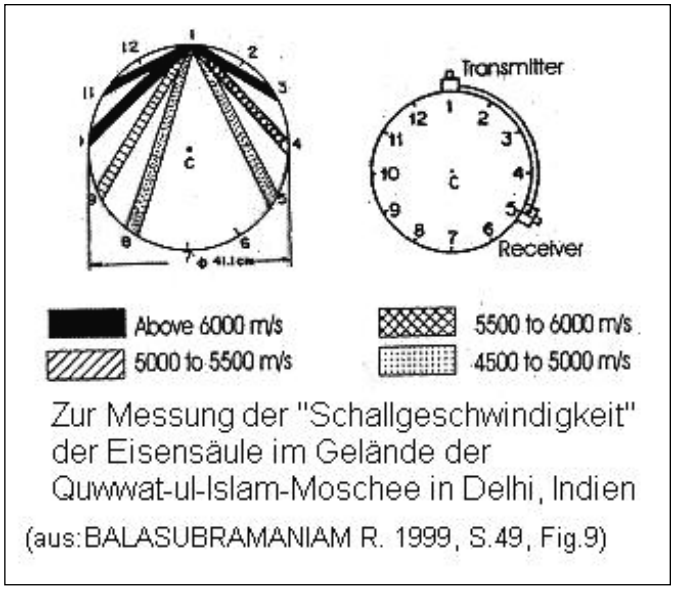

Fig. 3: Messanordnung und Messergebnis für den Querschnitt A (1 m über Bodenniveau)
Es wurde mit einem Sendekopf und einem Empfängerkopf mit niedriger Frequenz (unter 1 MHz?) die Schallgeschwindigkeit aus dem angenommenen Weg durch die Dicke der Säule und der Laufzeit bestimmt (Fig.3). Dabei kam es zu überraschenden Ergebnissen. Die Schallgeschwindigkeit sinkt mit zunehmendem Abstand Sender-Empfänger, die eine Neubewertung der Herstellung der Säule ermöglichen.
In Fig. 3 ist ein typisches Messergebnis in der Darstellung bei (3) Balasubramaniam zusammengestellt, das die Messmethode und die Art der Auswertung charakterisiert: Es wird nicht im Echolot-Verfahren gearbeitet, sondern ein Sendekopf (Transmitter) und ein Empfängerkopf (Receiver) benutzt und aus der Laufzeit längs der Sekante die Schallgeschwin-
Es wurden 5 Querschnitte geprüft, in Fig.3 der Schnitt (a) in 1 m über Bodenniveau. Die anderen Schnitte brachten ein prinzipiell ähnliches Ergebnis: Die errechnete Schallgeschwindigkeit nimmt mit der Entfernung vom Sendekopf systematisch ab.
Vergleicht man die in der Skizze Fig. 3 bzw. 4a angegebenen Messwerte mit dem (hypothetischen) Schallweg entlang der Oberfläche (Fig.6), so zeigen sich geringere relative Laufwege, was für die Reflexion in der Wandstärke spricht.